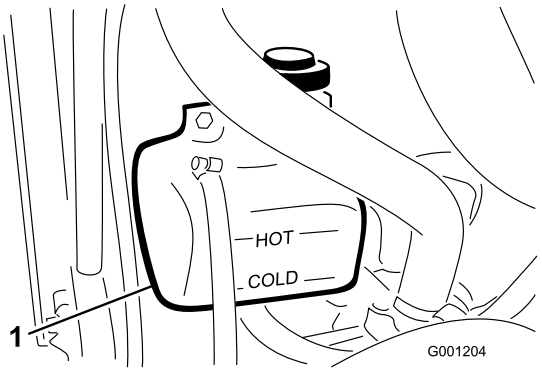

**Figur 23**
1. Kontroller kølevæskestanden i ekspansionsbeholderen (Figur 23). Væskestanden skal ligge mellem mærkerne på siden af beholderen.